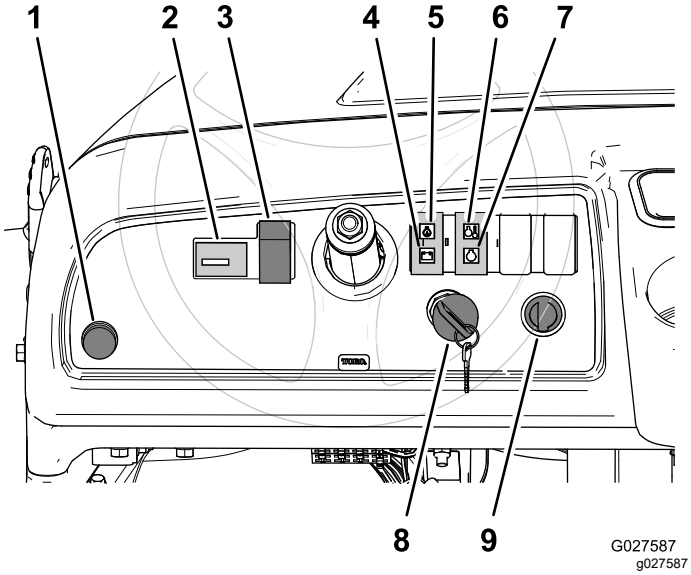

Figur 8
Hornknappen er plassert ved det nedre venstre hjørnet av instrumentpanelet (Figur 8). Trykk på hornknappen for å aktivere hornet.
Lysbryteren er plassert til venstre for rattstammen (Figur 8). Bruk lysbryteren til å slå på frontlyktene. Skyv lysbryteren opp for å slå på frontlyktene eller skyv ned for å slå av lysene.
Timeteller er plassert til venstre for lysbryteren (Figur 8). Bruk timetelleren til å finne ut totalt antall timer som motoren har vært i gang. Timetelleren starter hver gang du vrir tenningsnøkkelen til PÅ-stillingen eller motoren går.
Batterilyset er plassert til høyre for rattstammen og over oljelyset (Figur 8). Batterilyset slås på i flere sekunder når du først starter motoren, og slås deretter av når motoren er i gang. Hvis lyset fortsatt lyser når motoren går, er generatoren, batteriet eller det elektriske systemet skadet.
Indikatorlampen for motoroljetrykk er plassert til høyre for rattstammen (Figur 8). Oljelampen advarer operatøren hvis motoroljetrykket faller under et nivå der det er trygt å bruke maskinen. Hvis lampen tennes og forblir på, må du slå av motoren og kontrollere motoroljenivået. Tilsett olje på motoren hvis det er nødvendig. Se Kontrollere motoroljenivået (side 21).
Indikatorlampen for motorens kjølevæsketemperatur er plassert til høyre for indikatorlampene for batteri og motoroljetrykk og over indikatorlampen for glødeplugg (Figur 8). Indikatorlampen for motorens kjølevæsketemperatur advarer føreren om at kjølevæsketemperaturen til motoren er for varm til å fortsette å kjøre maskinen (motoren er i ferd med å bli overopphetet). Slå av motoren og la maskinen kjøle seg ned. Kontroller kjølevæskenivået og remmen til viften og vannpumpen. Fyll på kjølevæske i kjølevæskebeholderen etter behov, og skift ut eventuelle slitte, skadde eller slurende remmer.
Indikatorlampen for glødeplugg er plassert til høyre for indikatorlampene for batteri og motoroljetrykk og under indikatorlampen for motorens kjølevæsketemperatur (Figur 8). Indikatorlampen for glødeplugg lyser rødt når du vrir nøkkelbryteren til PÅ-stilling og motoren er kald. Lampen indikerer at glødepluggene er i drift.
Nøkkelbryteren (Figur 8) brukes til å slå motoren på og av, og har 3 stillinger: OFF (AV), ON (PÅ)
Stikkontakten er plassert til høyre for nøkkelbryteren (Figur 8). Bruk stikkontakten som 12 volts strømkilde til valgfritt elektrisk tilbehør.